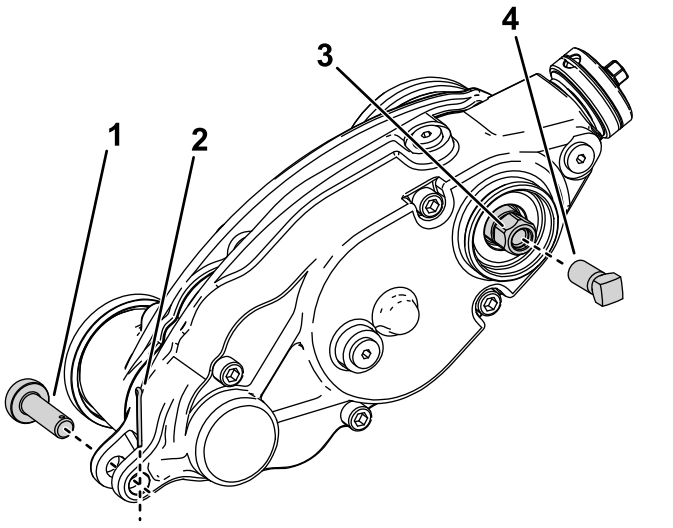

Figur 28
3. Fjern justeringstappen og låseclipsen, der forbinder trimmerdrevboksen til justeringsarmene (Figur 28).
5. Monter forstærkningsskruen (delnr. 1-803022 – sælges separat) i det indvendige gevind på trimmerdrevets sekskantbolt, og tilspænd den til et moment på 13,5 Nm som vist i Figur 28.
6. Fjern trimmerdrevboksen fra knivcylinderen ved at dreje trimmerdrevets sekskantbolt (Figur 28).